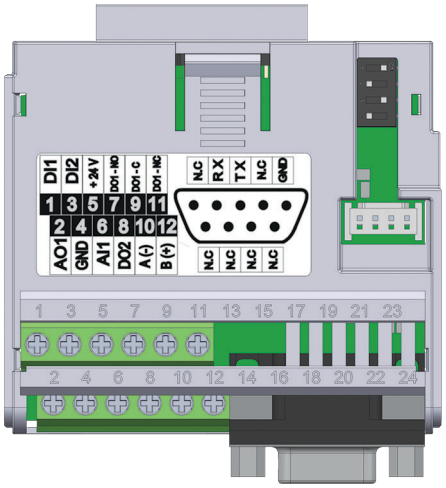

图 20.2: 插入模块CFW500-CRS232
CFW500-CRS232 插入式模块通过端子 10 (A-) 和 12 (B+) 处的 RS-485 端口提供串行 (1) 接口，以及通过端子 10 (A-) 和 12 (B+) 处的 RS-232 端口提供串行 (2) 接口。标准连接器 Db9，参见 图 20.2（第20-1页）。